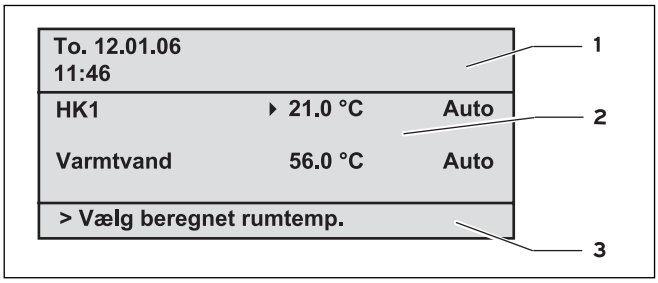

Fig. 4.2 Oversigt display (eksempel grundvisning)
- grundvisning (fig. 4.2)
Det efterfølgende beskrevne betjeningskoncept gælder for grundvisningen (fig. 4.2) og for de forskellige visning/indtastningssider på brugernivauet.
Udgangssituation: De er i grund-visningen (se fig. 4.2). Hvordan De kommer til grundvisningen, er beskrevet i kap. 4.3.3.
Ved at klikke med den ene eller med begge indstillingsknapper kommer De fra den simple grundvisning til den næste displayside (se fig. 4.2).